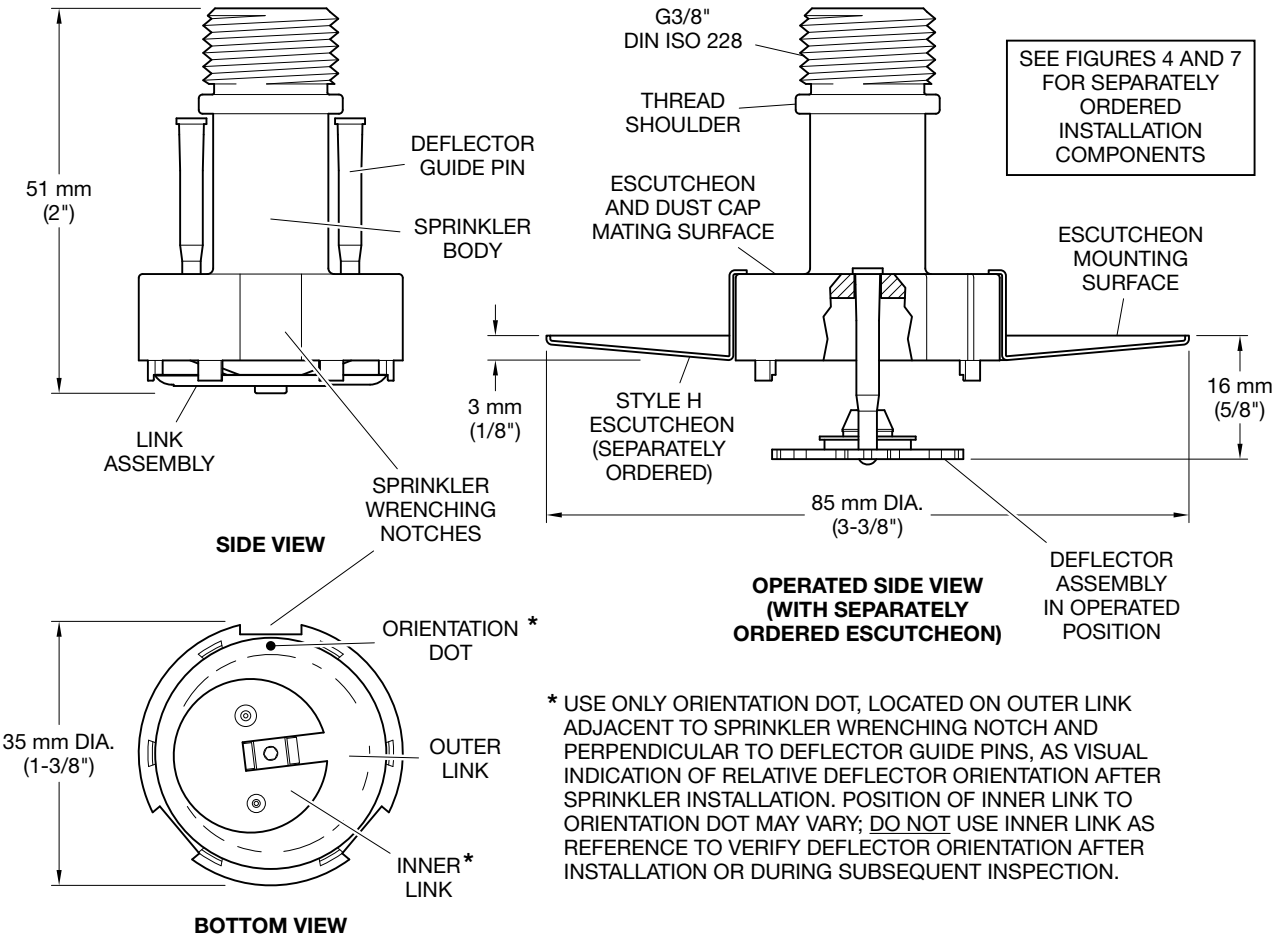
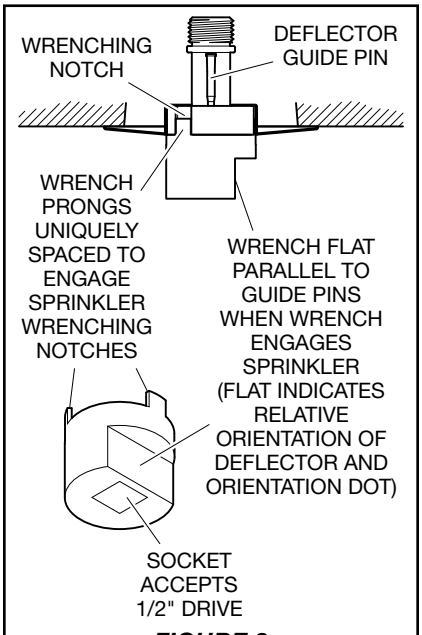

FIGURE 1
FIGURE 2
Step 11. Engage Sprinkler by W-Type 25 Wrench (Ref. Figure 2). Hand-tighten (19 N·m [14 lb-ft] Maximum) assembly into Adapter. Ensure Escutcheon is flush against ceiling mounting surface and Sprinkler is oriented as intended (refer to Figures 1 and 2 for orientation details).
Step E. Engage Sprinkler by W-Type 25 Wrench (Ref. Figure 2). Hand-tighten (19 N·m [14 ft- lb] Maximum) assembly into sprinkler fitting. Ensure Escutcheon is flush against ceiling mounting surface and Sprinkler is oriented as intended (refer to Figures 1 and 2 for orientation details).
The TYCO Model FSC 80 K-factor Flush Sprinkler is intended to be installed per CEA 4001 “Sprinkler Systems: Planning and Installation” or EN12845 “Fixed Firefighting Systems - Automatic Sprinkler Systems - Design, Installation and Maintenance” where Flush Sprinklers are permitted. Only escutcheons shown in Figure 1 can be utilized with the FSC Sprinkler.